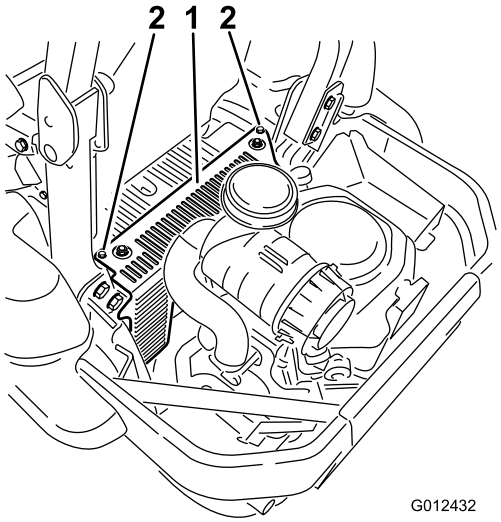

**Figur 54**
3. Fjern hydraulikenhedens afskærmning og de to bolte, der sidder på den (Figur 54). Dette giver dig adgang til det forreste tændrør.
5. Monter hydraulikenhedens venstre afskærmning (Figur 54).